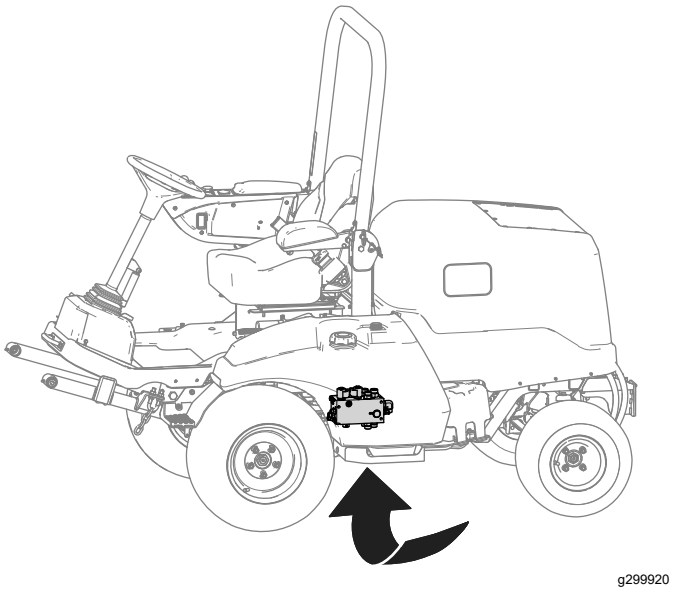

Figura 8
A. Coloque un recipiente de vaciado debajo del distribuidor hidráulico (ilustrado en la Figura 8).